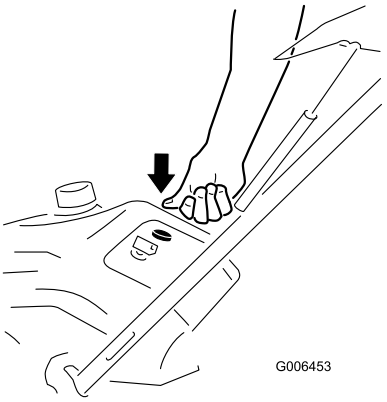

Figure 16
3. Appuyez fermement à 3 reprises sur l'amorceur avec le pouce, en marquant une pause d'une seconde chaque fois (Figure 16).